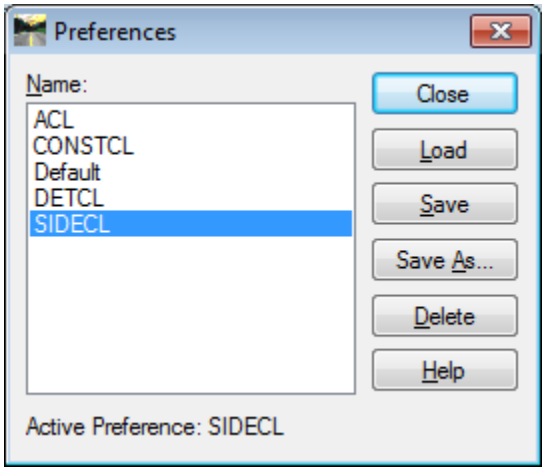

Figure L5-16 Preferences
24.	**Load the SIDECL Preference.** • In the **Curve Set Annotation** dialog, click the **Preferences** button. The **Preferences** selection window opens. • In the Preferences selection window, highlight **SIDECL** as shown in *Figure L5-16*. • Click **Load** & **Close**. This loads the settings into the **Curve Set Annotation** dialog for viewing Curve Data Tables in MicroStation.